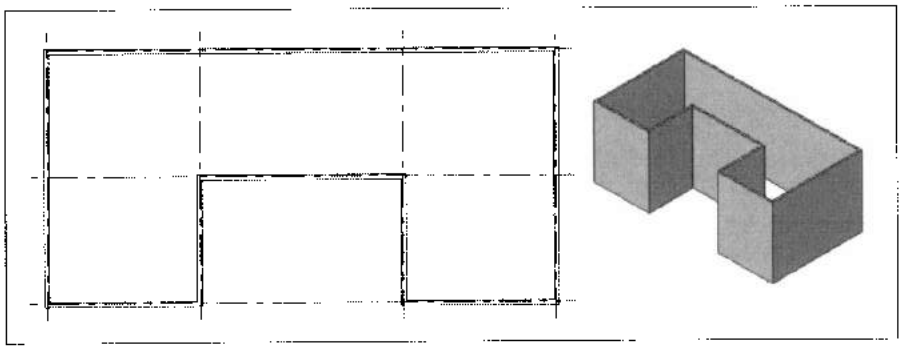

Рис. 1.16. *Построение наружных стен*
b. Привязываясь к узлам координационной сетки, нарисовать контур наружных стен (рис. 1.16).